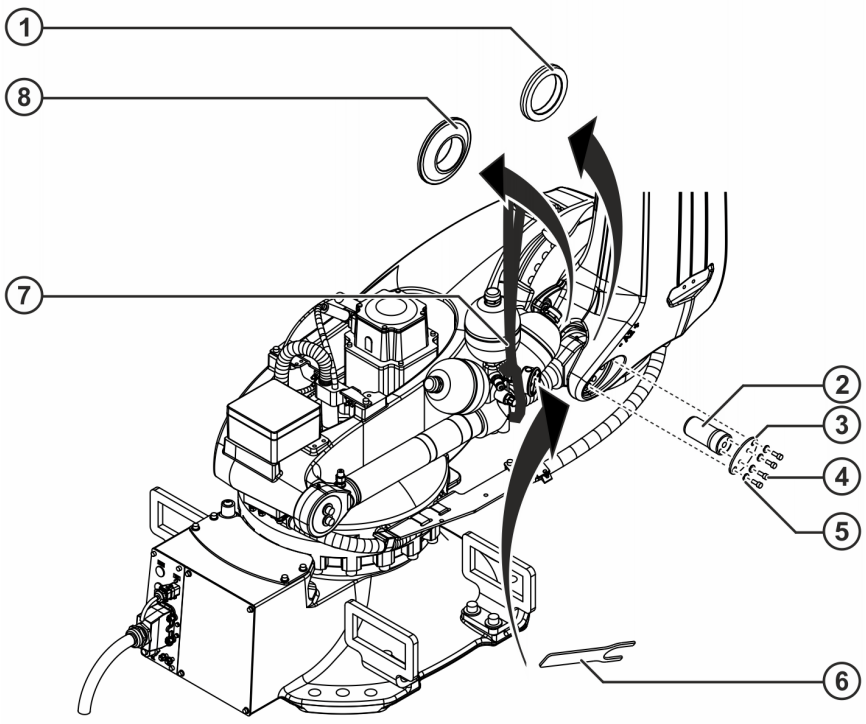

Fig. 8-25: Counterbalancing system, pin
4. Secure the counterbalancing system with a rope sling and a crane and move the crane until the weight is supported by the rope sling (>>> *Fig. 8-25*).